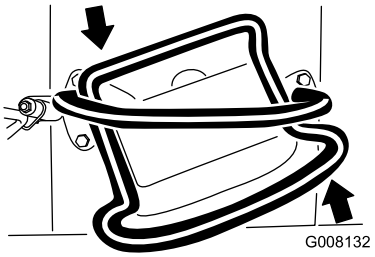

**Figuur 10**
- Voor een bocht naar links draait u de tractiebediening linksom (Figuur 10).